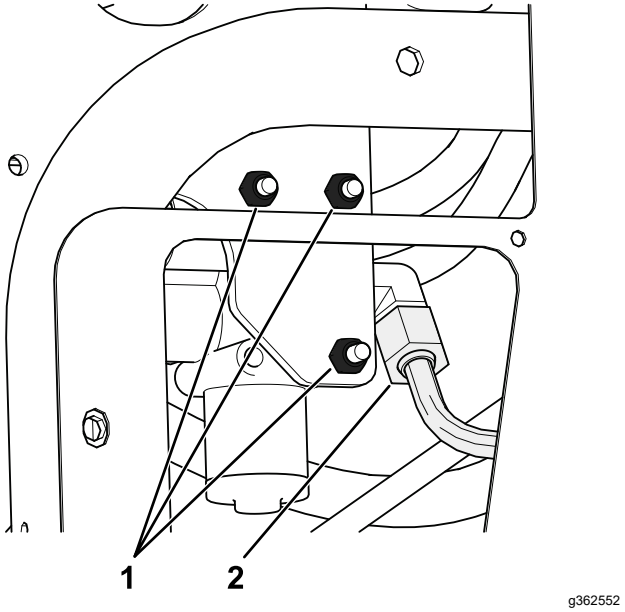

Figur 5
A. Fjern de 3 bolte og møtrikker, der fastholder den eksisterende løfteventil på stellet, og adskil den fra stellet for at gøre det muligt at fjerne T-fittingen (340-94) som vist i Figur 5.